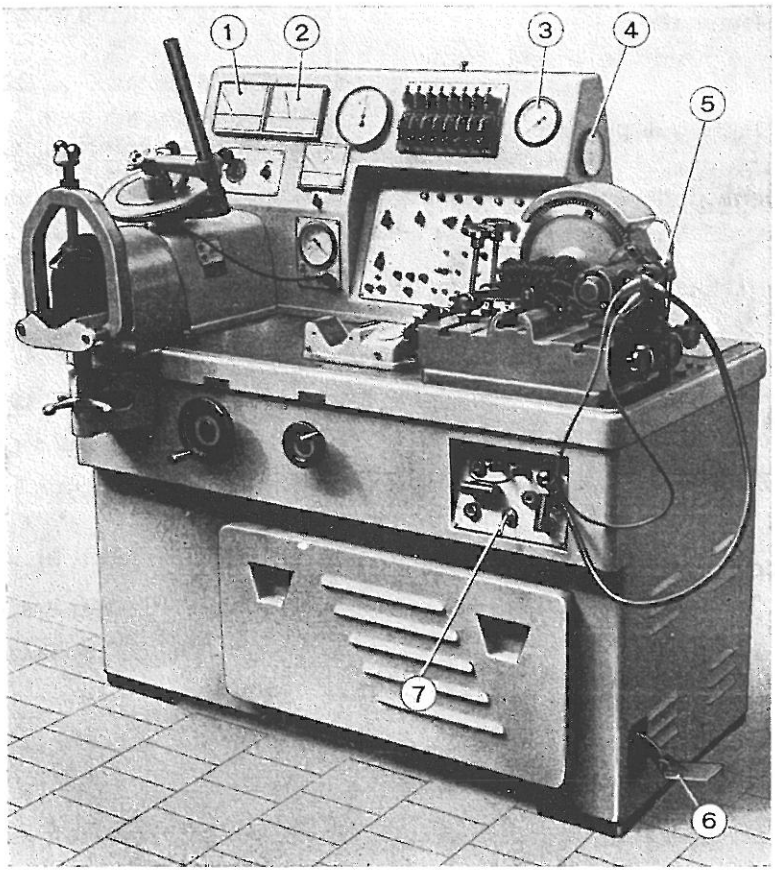

**Fig. 16 4/19 - Motorino d'avviamento sul banco prova**
— Collegare il motorino al banco prova come mostrato in fig. 16 4/19.
— Sempre con il motorino (5) collegato come in fig. 16 4/19, chiudere l'interruttore (7) e far girare il motorino; azionare il pedale (6) comando freno fino a raggiungere il numero di giri prescritto nel n. DT - Fulv. - 14/0020.